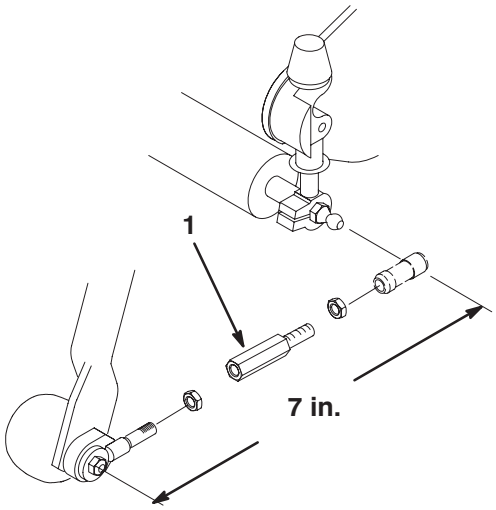

Figure 8
17. When the cutting unit is mounted in the **center, right front, or left front** position on the traction unit **without** a groomer installed (Fig. 8):
B. Install the new longer pull link extension and adjust each pull link assembly to the dimension shown in Figure 8.